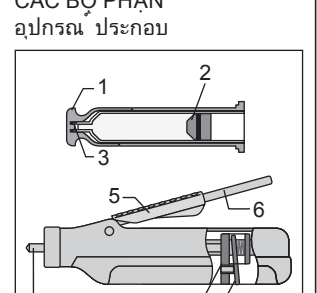

Fig. 1/Εικ.1/Kuva 1/
8. Stempel udløser (Fig. 1)
8. Hävarm för dosering (Fig. 1)